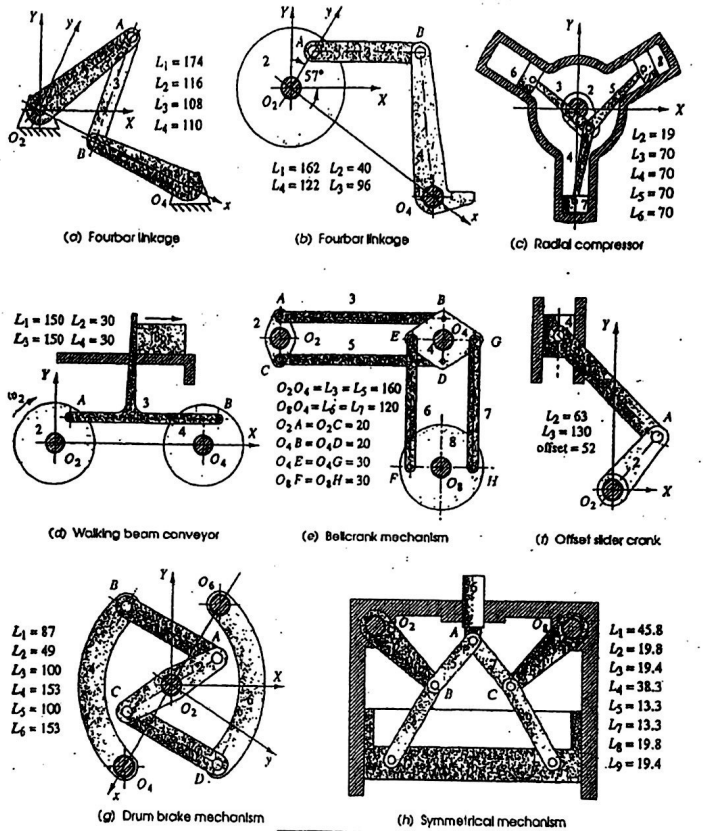

FIGURE P2-4
*2-21 Find the mobility of the mechanisms in Figure P2-4.